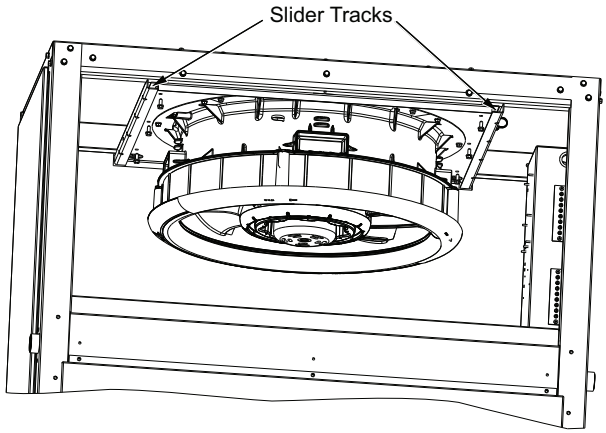

Fig. 40 — Lower Fan Deck Assembly to Slider Tracks
4. Allow the fan deck to drop into the slider tracks (careful not to pinch body parts when the fan drops) See Fig. 40.